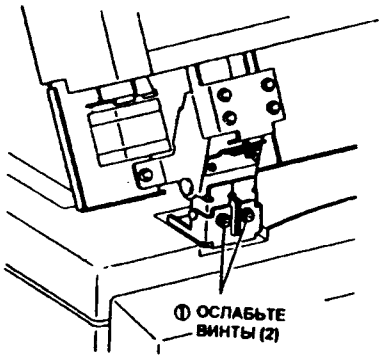

Рис. 2 DUP4-065
1. (Рис. 2) Откройте DADF и ослабьте винты, как показано на рисунке.